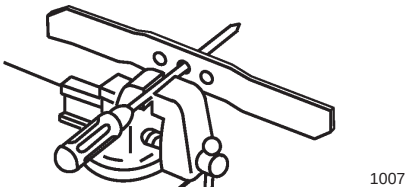

Figure 34
1. Check the balance of the blade by placing the center hole of the blade over a nail or screwdriver shank clamped horizontally in a vise (Fig. 34).